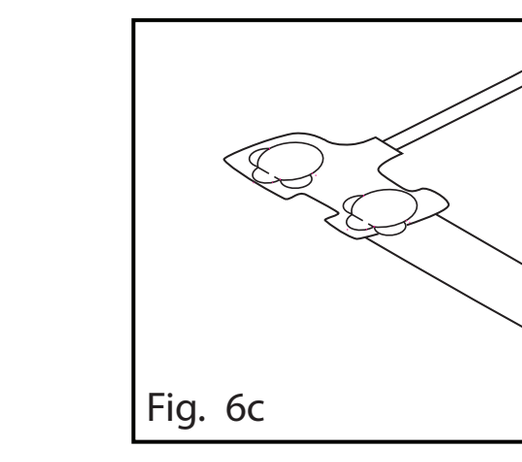

Fig. 7
1. Levante la cubierta protectora para obtener acceso al conector del sensor (fig. 7).